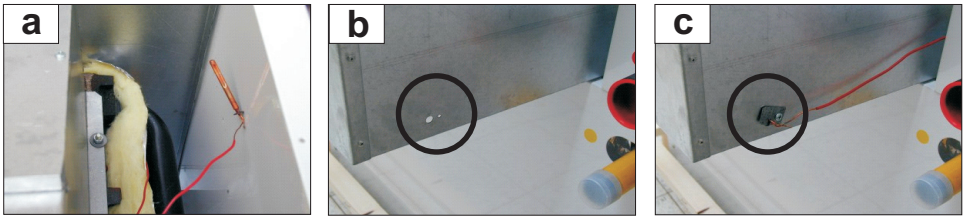

Рис.8
4. После смонтирования прерывателя тяги необходимо установить датчик (капилляру) термостата продуктов сгорания, который размещен внутри котла, около прерывателя тяги. Датчик установите в отверстие в задней части прерывателя тяги и закрепите с помощью зажима и саморежущего винта (рис. 8). Вышеприведенный соединительный материал является частью поставки котла.